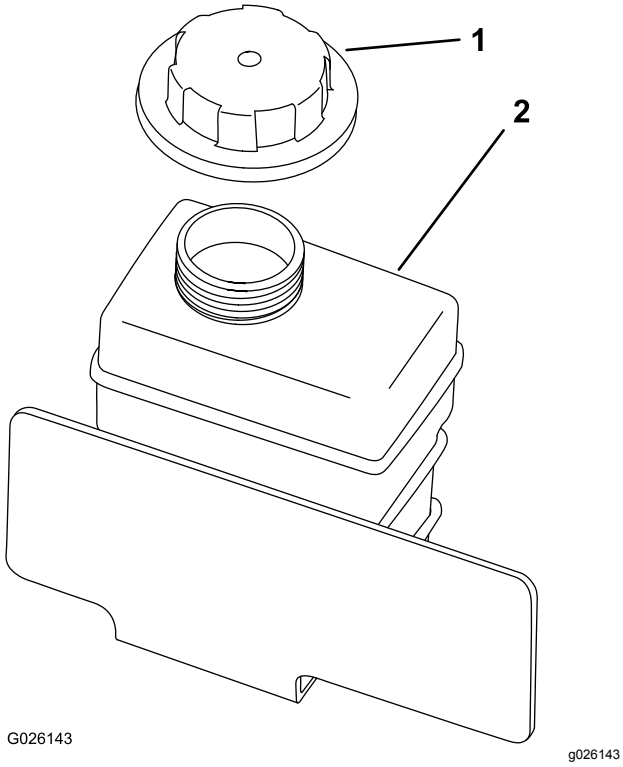

Figuur 62
4. Verwijder de dop van de reservetank (Figuur 62).